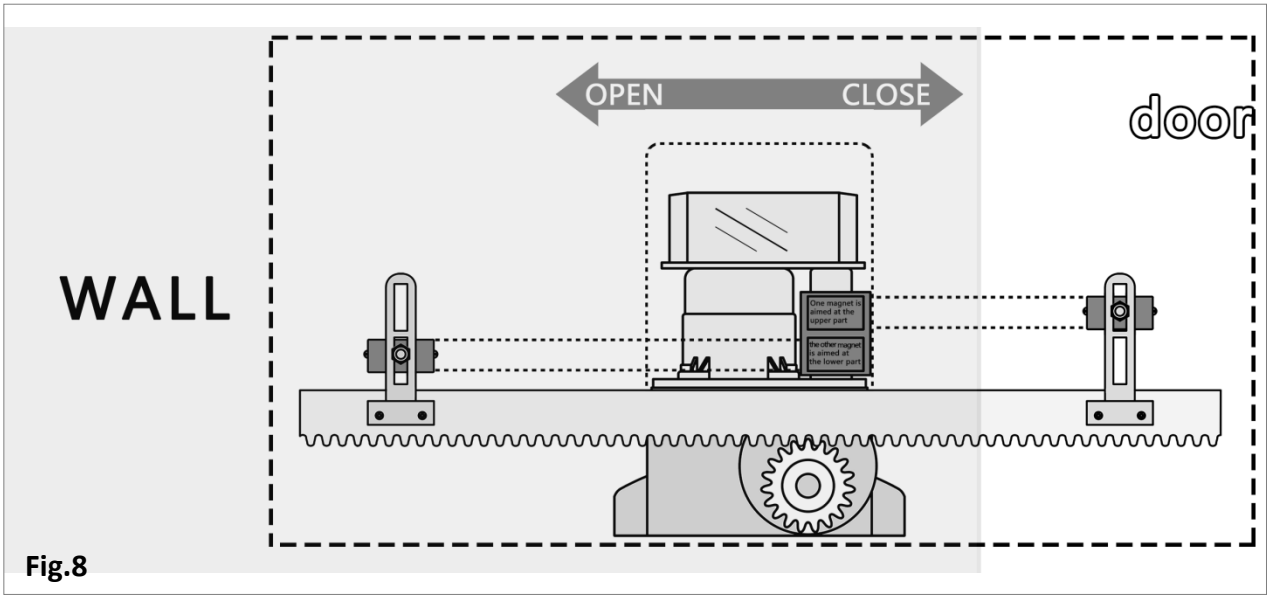

Fig.8
- ***Alinee el imán para el CIERRE con la parte INFERIOR del mismo módulo (Fig.8).***